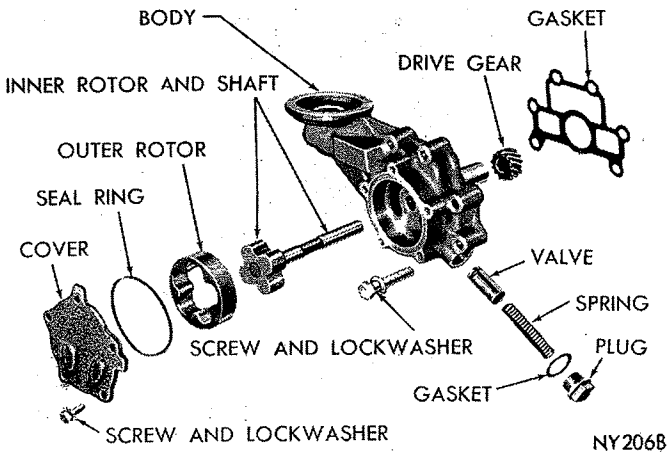

Fig. 51—Oil Pump Disassembled View
## Disassembly (Fig. 51)
(1) Remove pump cover and seal ring.
(2) Press off drive gear. Support gear to keep the load off of aluminum body.
(3) Remove pump rotor and shaft and lift out outer pump rotor.
(4) Remove oil pressure relief valve plug and lift out spring and plunger (Fig. 51).